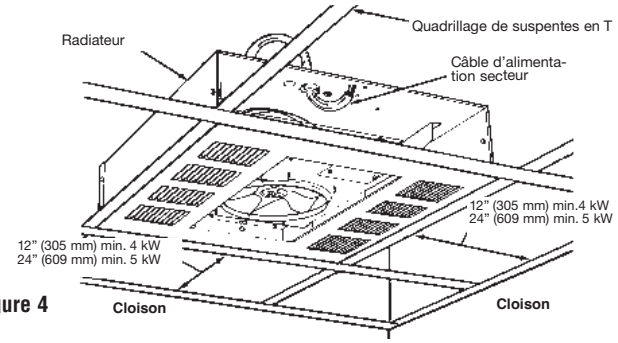

Figure 4
15. Positionnez le radiateur dans un quadrillage de suspentes en T (Figure 4) et procédez à la fixation nécessaire. Voyez l'avertissement N° 9.